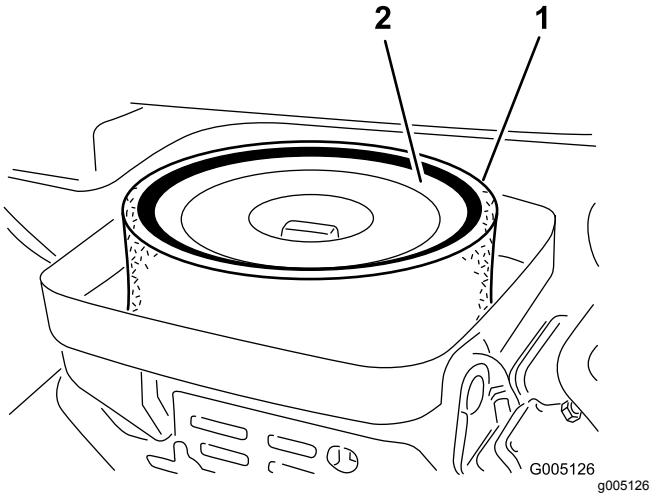

Figur 40
3. Ta bort vingmuttern som fäster delarna vid luftrenarhuset (Figur 40).
4. Ta bort skumgummidelen från pappersinsatsen om den är smutsig (Figur 40). Rengör den ordentligt på följande sätt: